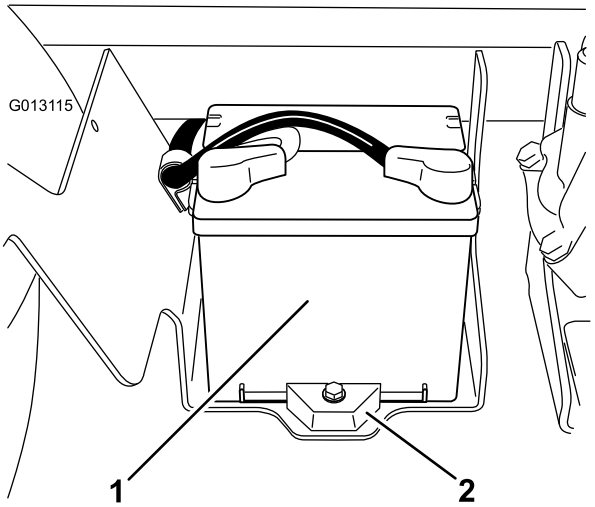

Figur 57
2. Batteriet er placeret i maskinens højre side bag pumpen (Figur 57).
5. Fjern batteriholderen og fastgørelsesenhederne (Figur 57).
2. Monter batteriholderen, og fastgør den med de tre bolte, der tidligere blev fjernet (Figur 57).
4. Påsæt batteridækslet, og fastgør det med de 2 skruer (Figur 57).
1. Løsn skruerne på siden af batterikassen, og fjern batteridækslet (Figur 57).